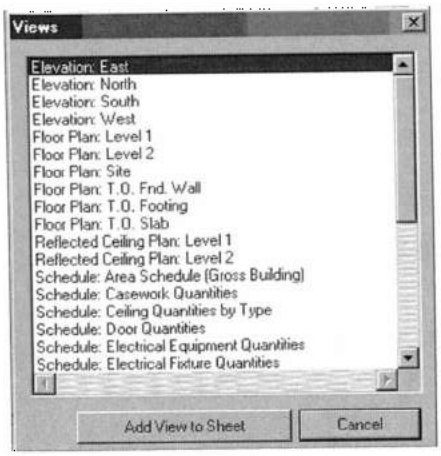
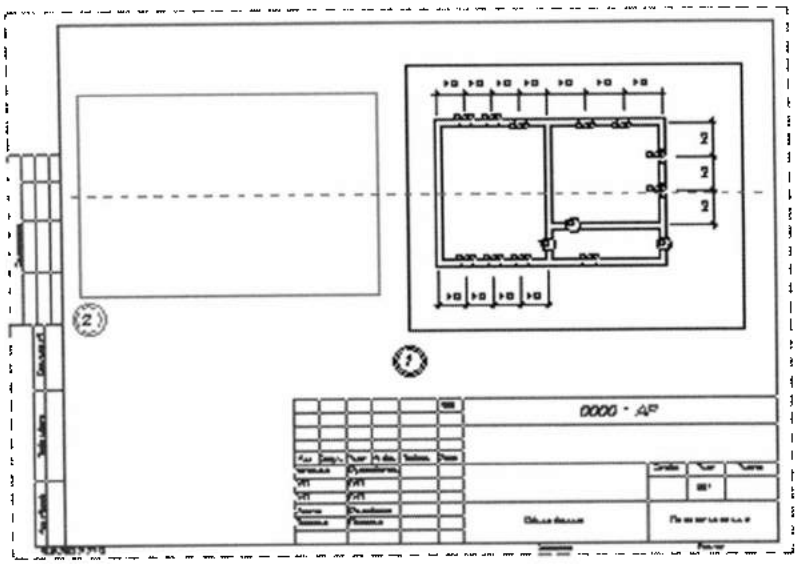

Рис. 35.2. *Список видов, доступных для размещения на листе*
Рис. 35.3. *Размещение вида на листе*
3. В открывшемся боксе **Views** (Виды) (рис. 35.2) выбрать нужный вид и нажать кнопку **Add View to Sheet** (Добавить вид на лист). Вид появляется под курсором и перемещается вслед за его движением (рис. 35.3). Щелчком указать на листе место для размещения вида.